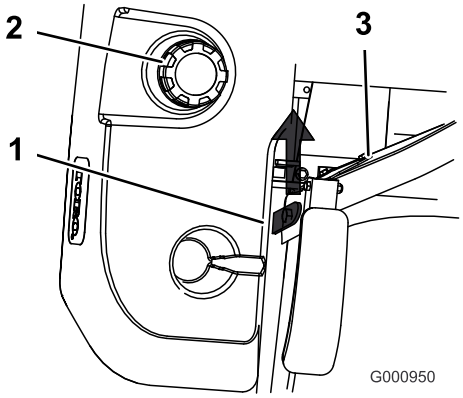

Figuur 30
3. Zet de stoel omhoog. Hierdoor kunt u bij het deel van de machine onder de stoel komen (Figuur 30).